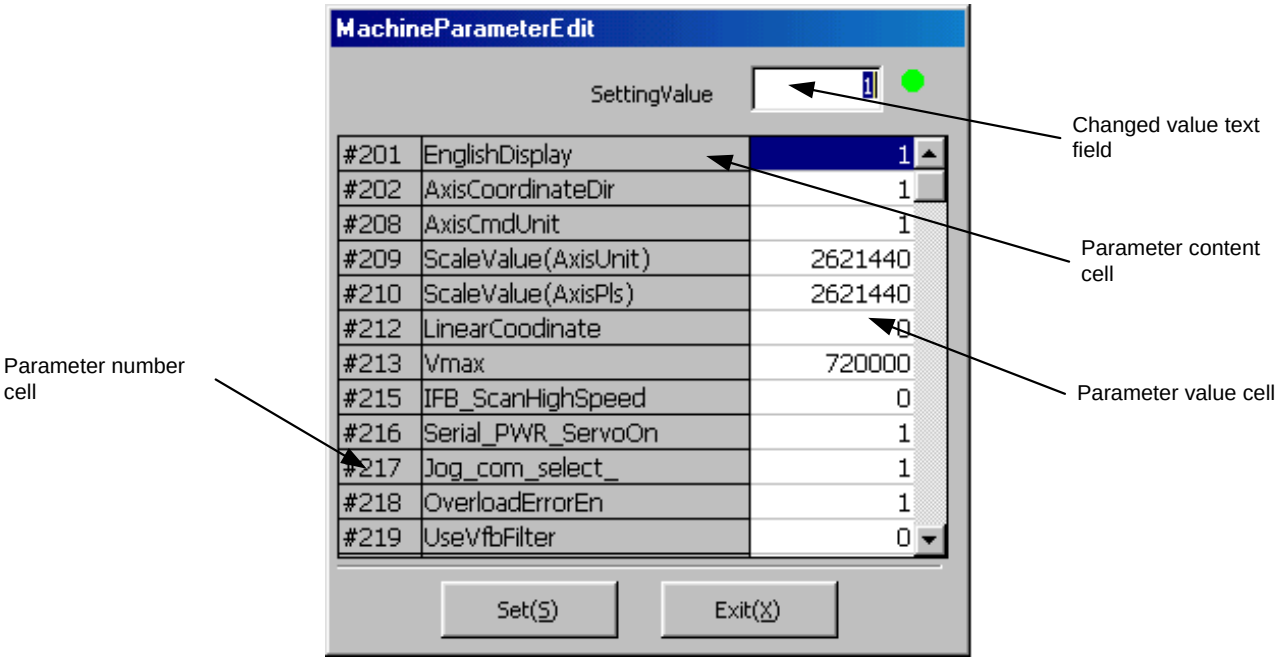

Figure 7.28 "MachineParameterEdit" dialog box
(1) Editing machine parameters
Click *"Machine Parameter Edit (M)"* in the "Parameter Manager" dialog box to display the "MachineParameterEdit" dialog box (see Figure 7.28). If the connection with the driver is established, the current values of the machine parameters are read and can be edited.